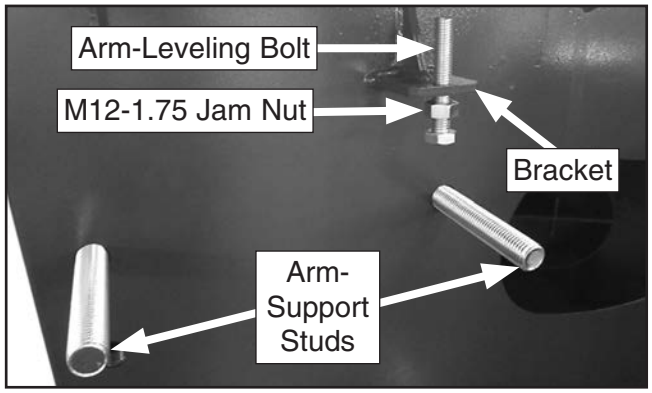
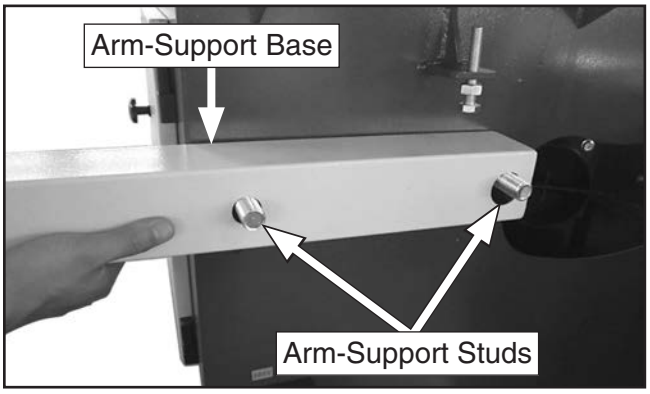

Figure 50. Arm-support studs installed in body and arm-leveling bolt installed in bracket.
Figure 51. Installing arm-support base.
48. Thread (1) M12-1.75 x 70 arm-leveling bolt with M12-1.75 jam nut into bracket connected to rear of machine body, as shown in **Figure 50**.
49. Remove hex nuts from pre-installed arm-support studs (see **Figure 50**), and install support-arm base onto arm-support studs, as shown in **Figure 51**.